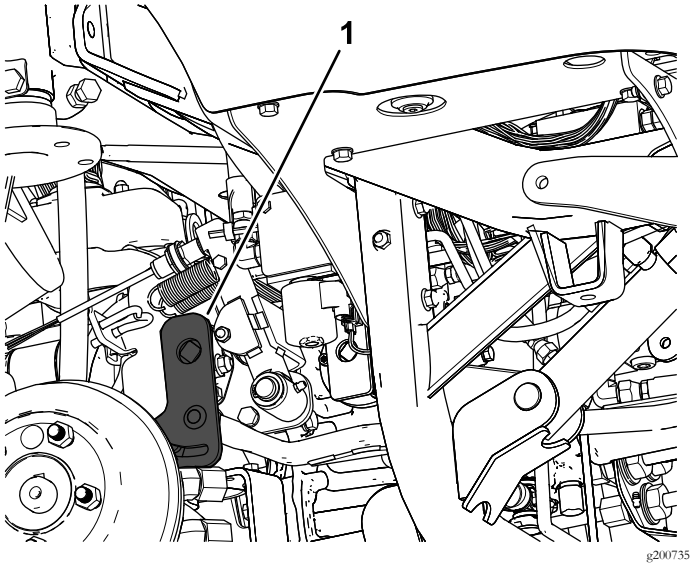

Рисунок 4
1. Найдите и снимите кронштейн рычага тяги (Рисунок 4).